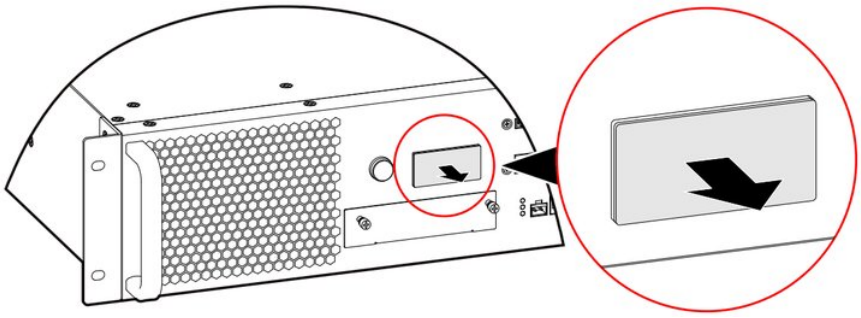

FIGURE 3-21 Dismantle the SNMP card cover plate
1. Dismantle the SNMP card cover plate on the bypass unit, as shown in Figure 3-21.